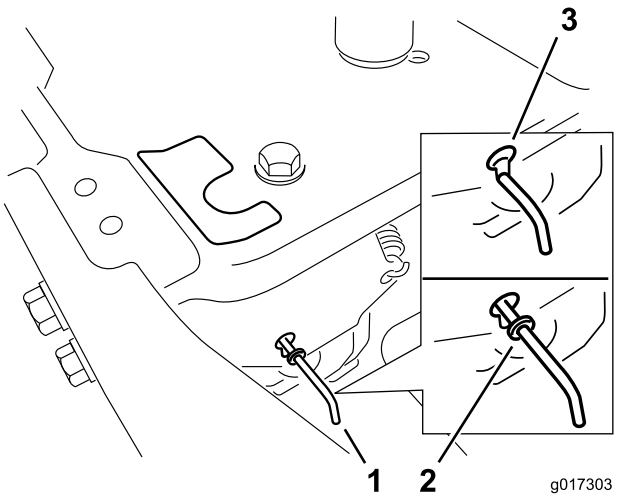

Figur 24
4. Flyt omløbshåndtagene fremad gennem nøglehullet og nedad for at låse dem på plads (Figur 24).
Flyt omløbshåndtagene bagud gennem nøglehullet og nedad for at låse dem på plads, som vist i Figur 24.